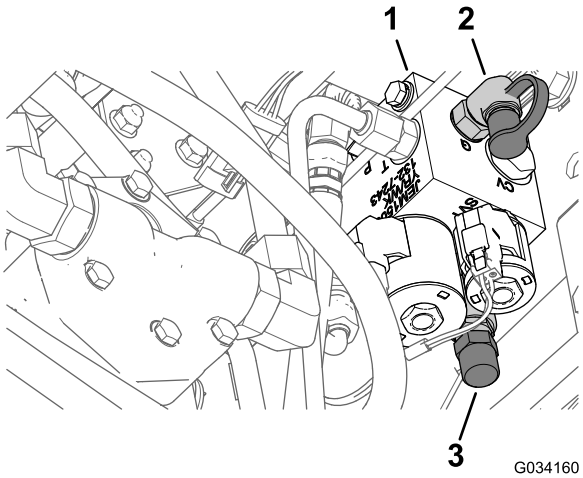

Figur 16
3. Anslut en tryckmätare till kontrollporten på lyftgrenrörets bakre del (Figur 16).
4. Avlägsna locket från viktöverföringsspolen på lyftgrenrörets främre del (Figur 16).
5. Lossa kontramuttern längst ned på viktöverföringsspolen (Figur 16).